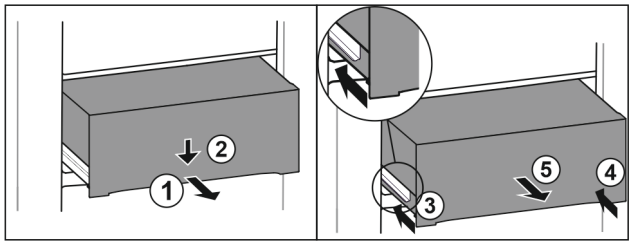

*Fig. 119*
- ▶ Pull out drawer half-way. *Fig. 119 (1)*
- ▶ Push the drawer down at the front. *Fig. 119 (2)*
- ▶ Push the left rail in by about 2 cm. *Fig. 119 (3)*
- ▶ Push the right rail in by about 2 cm. *Fig. 119 (4)*
- ▶ Remove drawer to the front. *Fig. 119 (5)*